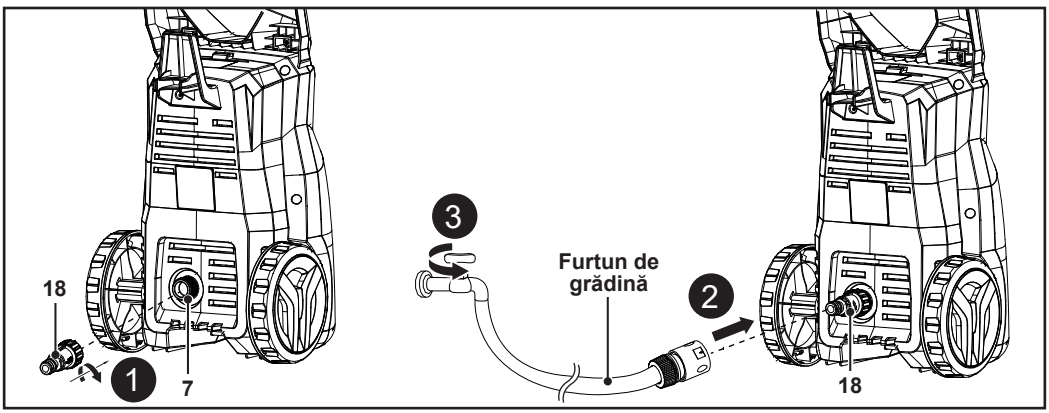

Fig. 7
1. Scoate dopul din plastic de la admisia apei (5).
2. Conectează racordul (18) la admisia apei (5) înșurubându-l în sens orar (fig. 7, pasul 1).
3. Conectează un capăt al furtunului de grădină (neinclus) la racordul de admisie a apei (18) (fig. 7, pasul 2).
4. Conectează celălalt capăt al furtunului de grădină la o sursă de apă adecvată (fig. 7, pasul 3).